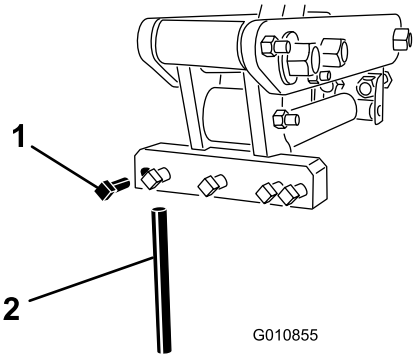

Figur 24
3. Løsn låseboltene, og fjern de tidligere brugte piber (Figur 24).